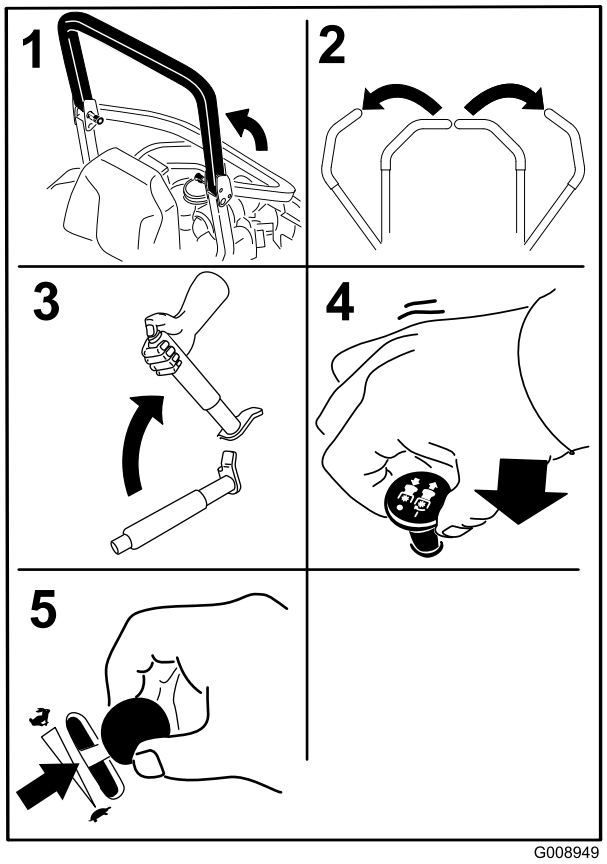

Figur 19
4. Flytta knivreglagebrytaren (kraftuttaget) till det urkopplade läget (Figur 19).